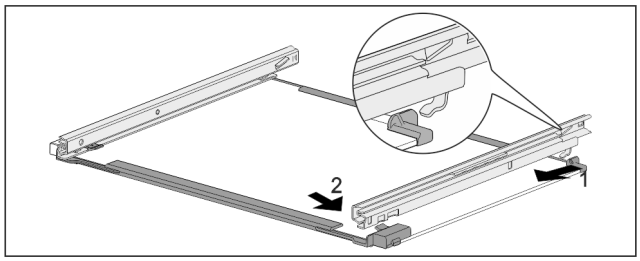

Fig. 254 Glass shelf with rails
- ▶ Hook in rail at the back. *Fig. 254 (1)*
- ▶ Hook in rail at the front. *Fig. 254 (2)*